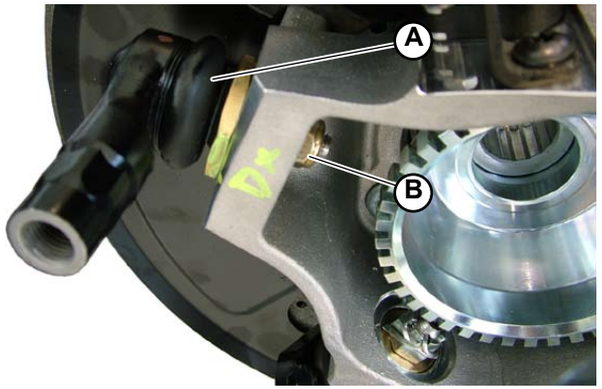

Fig.1
1. Position the steering joint **(A-Fig.1)** and tighten the nut **(B-Fig.1)**.